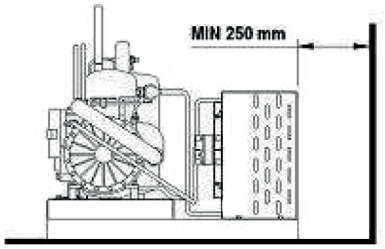

fig. 9
- Il condensatore deve distare almeno 250 mm. da una eventuale parete (fig. 9).